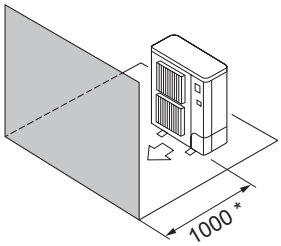

Fig. 2-10
④ Obstacles uniquement à l'avant (Fig. 2-10)